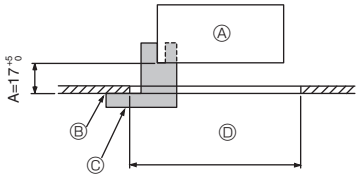
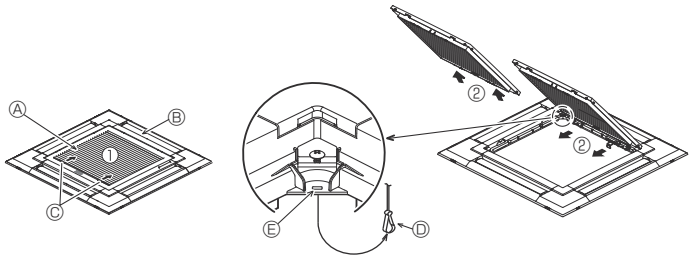
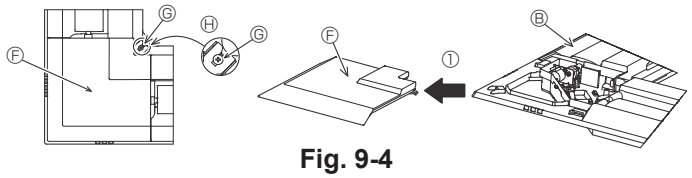

Fig. 9-2
Fig. 9-3
Fig. 9-4
①	Gitter	1	950 × 950 (mm)
②	Installationsmessgerät	1	(In 4 Teile unterteilt)
③	Schraube (4 × 16)	1
④	Eckplatte für den i-see sensor	1
⑤	Drahtlose Fernbedienung	1
⑥	Fernbedienungshalter	1	Im Lieferumfang enthalten, wenn die drahtlose Fernbedienung vorhanden ist. *
⑦	LR6-AA-Batterien	2	Im Lieferumfang enthalten, wenn die drahtlose Fernbedienung vorhanden ist. *
⑧	3,5 ×16 Gewindeschneid-schrauben	2	Im Lieferumfang enthalten, wenn die drahtlose Fernbedienung vorhanden ist. *
9.2. Vorbereitung zum Anbringen des Gitters (Fig. 9-2)
- Mit der mit diesem Bausatz gelieferten Lehre ② die Position des Hauptgeräts im Verhältnis zur Deckenoberfläche überprüfen. Wenn das Hauptgerät im Verhältnis zur Deckenoberfläche nicht richtig positioniert wird, kann Luft austreten, oder es kann sich Kondensationsflüssigkeit ansammeln.
- Ⓒ Installationsmessgerät ② (in das Hauptgerät eingeführt)
9.2.1. Das Ansauggitter abnehmen (Fig. 9-3)
- Zum Öffnen des Ansauggitters die Hebel in die Richtung, die durch Pfeil ① gekennzeichnet ist, schieben.
- Das Scharnier des Ansauggitters bei geöffnetem Ansauggitter (Position „offen“) vom Gitter wie durch Pfeil ② gekennzcichnet, abnehmen.
9.2.2. Die Eckplatte abnehmen (Fig. 9-4)
- Die 4 Schrauben an der Ecke lösen. Die Eckplatte in Pfeilrichtung ① in der Abbildung schieben und die Eckblende abnehmen.
[Fig. 9-3] [Fig. 9-4]